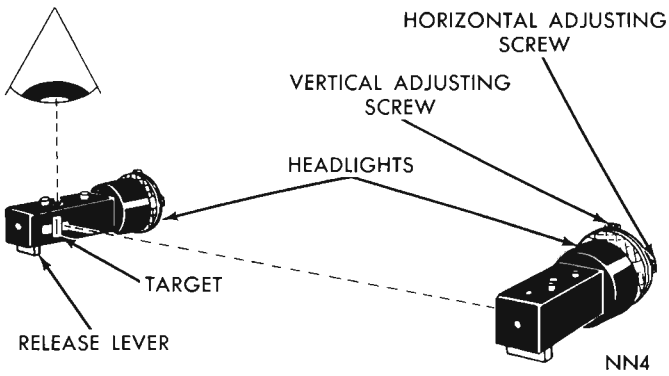

Fig. 4—Mounting and Adjusting Aimers
(1) While holding an aimer in alignment with lens of one headlight on Valiant models or the number (2) lens on Belvedere, Satellite, Fury and VIP models, bring aimer up to and against headlight lens. **Make certain that headlight lens pads are making full contact with aimer mounting flange and that aimer target is facing inboard.**
(2) Push release lever forward (to expel air from suction cup) and while holding aimer firmly against headlight aiming pads, slowly pull release lever back until spring lock engages in the slot, (Fig. 4).
(3) Mount second aimer on other side of vehicle, in same manner.
(4) On each aimer, set pointer to numeral 2 on **DOWN** side of the **DOWN-UP** scale.